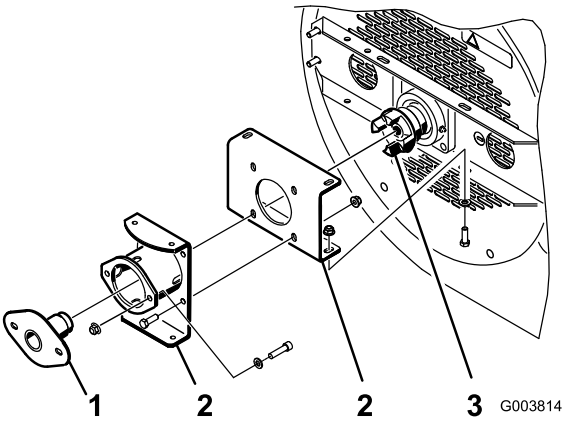
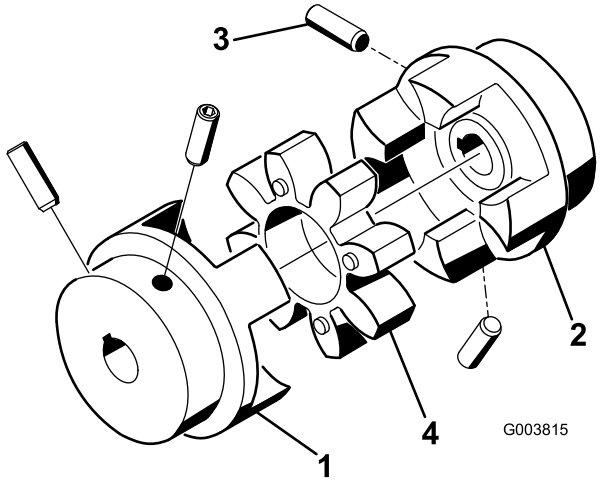

Figura 13
Figura 14
1. Asegúrese de que los soportes de montaje están instalados en la carcasa del soplador, con los pernos y las tuercas sin apretar (Figura 13).
2. Introduzca la herramienta de alineación del cojinete a través de los soportes de montaje, hasta el acoplamiento del ventilador (Figura 13). Asegúrese de que la araña de acoplamiento (Figura 14) no está dentro del acoplamiento.
- Los tornillos de fijación que sujetan los acoplamientos del motor y del eje del ventilador (Figura 14) deben apretarse a 58–82 pulgadas-libra